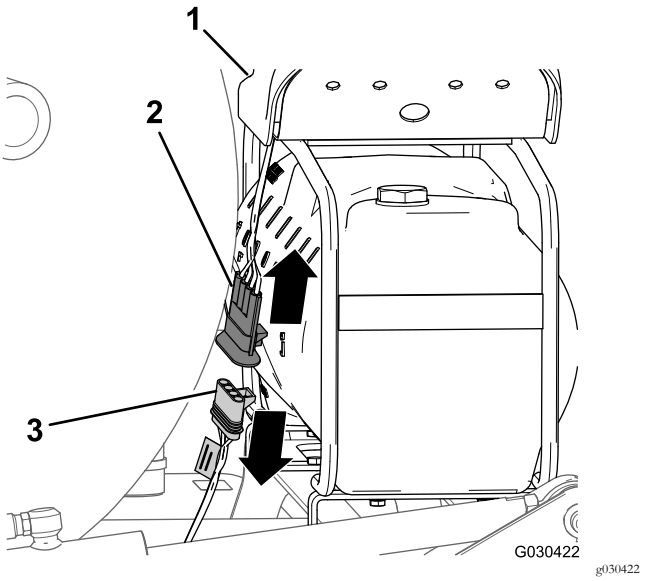

Figura 6
1. En la parte trasera del depósito del marcador de espuma, localice el arnés de cables del compresor (Figura 6).
2. Desconecte el conector de 4 pines del arnés del compresor del conector hembra de 4 vías del arnés de cables trasero de la máquina (Figura 6).